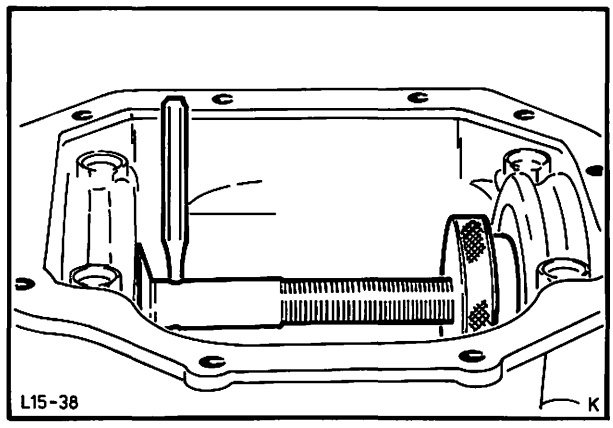

Abb. 63 Meßwelle einrichten
23. Meßwelle mit einem geeigneten Dorn festhalten und Stellmutter so lange nach außen drehen, bis sich die Meßwelle (nach Entfernen des Dornes) an der Stellmutter noch von Hand drehen läßt, Abb. 63. Meßwelle mehrmals drehen, damit sich die Lager setzen.